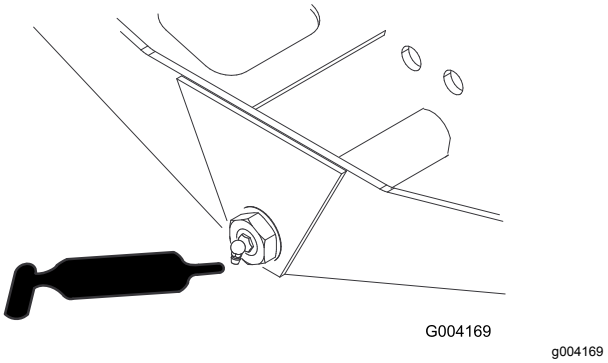

Figure 48
- Pivot de direction d'essieu (1) (Figure 48)